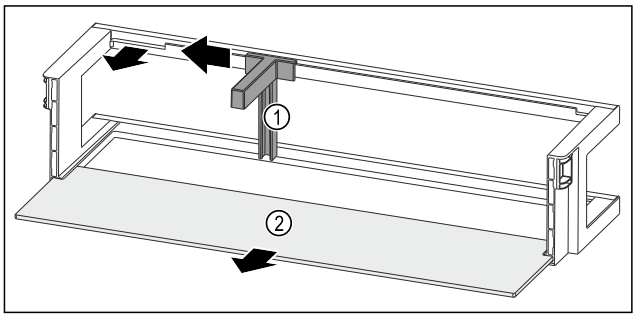

Fig. 134 Door racks with bottle holder and shelf
▶ Push the bottle holder *Fig. 134 (1)* to the side up to the recess.
▶ Remove the bottle holder *Fig. 134 (1)*.
▶ Remove the shelf *Fig. 134 (2)*.